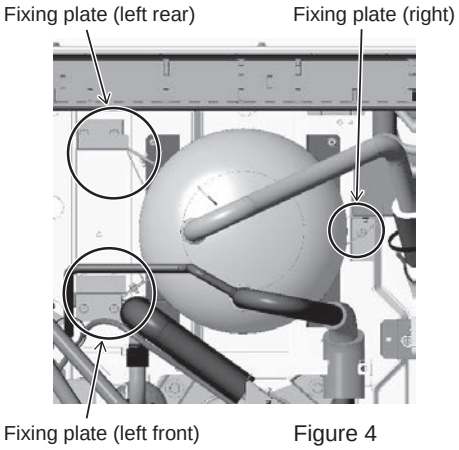

Figure 4
(5) Unscrew the four screws from the left front and left rear accumulator fixing plates. (See Figures 4 and 5.)
(6) Unscrew the four screws from the base legs of the left front and left rear accumulator fixing plates. (See Figures 4 and 6.)
(7) Unscrew the two screws from the right accumulator fixing plate. (See Figures 4 and 7.)